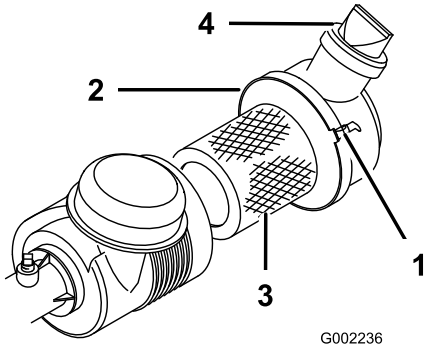

Figur 36
Undersök om luftrenaren har några skador som skulle kunna orsaka en luftläcka. Se till att dammkåpan är sitter fast ordentligt på luftrenaren. Ett skadat luftrenarhus måste bytas ut. Kläm på ventilen (Figur 36) före varje användning för att rensa den från damm och skräp. Byt filtret i luftrenaren var 100:e körtimme.
3. Lossa luftrenarbandet som fäster luftrenarkåpan på luftrenaren (Figur 36) och ta bort kåpan från luftrenaren.
7. Fäst banden (Figur 36).
4. Sätt tillbaka kåpan med ventilen pekande nedåt och fäst banden (Figur 36).